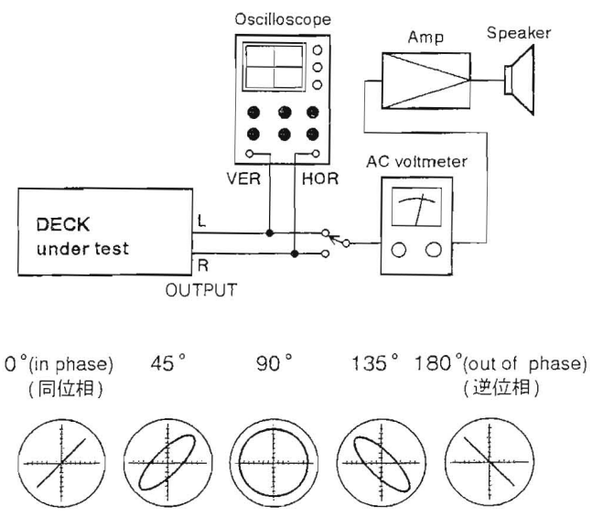

Fig. 2-5
6). As shown in Fig. 2-5, hook up the measuring instruments.
6). 図2-5のように測定器を接続する。
6). Hook up the measuring instruments as shown in Fig. 2-5.
4). As shown in Fig. 2-5, hook up the measuring instruments.